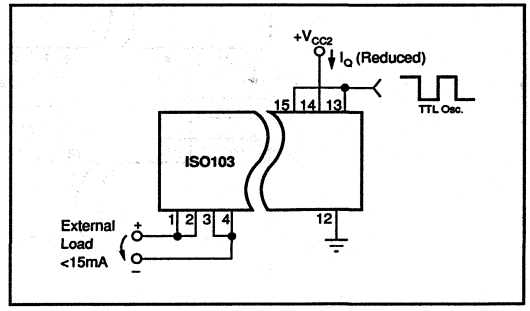

FIGURE 5. Reduced Power Dissipation.
Multichannel synchronization with reduced power dissipation for applications requiring less than ±15mA from V_{CC1} is accomplished by driving both the Sync input pin (15) and Enable pin (13) with the TTL oscillator as shown in Figure 5.